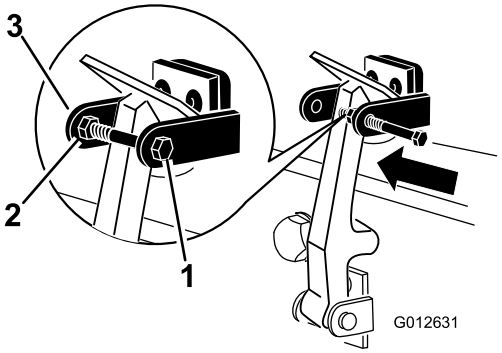

Figur 15
7. Skruva i skruven i den andra armen på motorhuvens låsfäste för att låsa spärren på plats (Figur 15). Dra åt skruven ordentligt, men dra inte åt muttern.